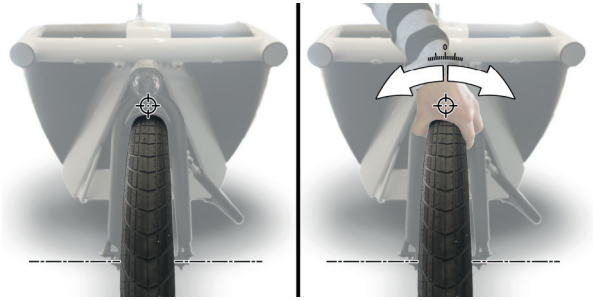

Abbildung 37 : Prüfen des Spiels an der Nabenachse
- Prüfen Sie das Spiel an der Nabenachse (siehe Abbildung 37). An den Nabenlagern kann sich durch Verschleiß ein Spiel entwickeln. Ein übermäßiges Nabenspiel kann die Bremsleistung beeinträchtigen, andere mechanische Probleme verursachen und das Fahrverhalten des Fahrrads beeinträchtigen. Wenden Sie sich bitte an Ihren Urban Arrow-Händler, falls Sie ein Spiel an der Nabenachse entdecken.